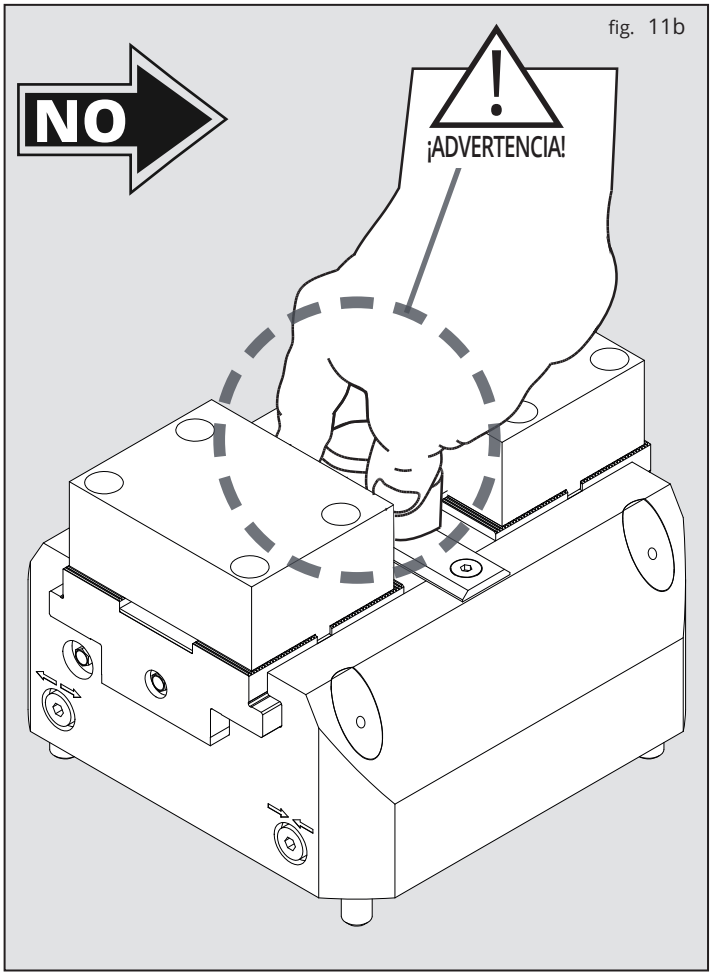

fig. 11b
b) Mantener los dedos lo más lejos posible de las garras de sujeción (fig.11b); considere la posibilidad de usar una herramienta apropiada (por ejemplo pinzas);